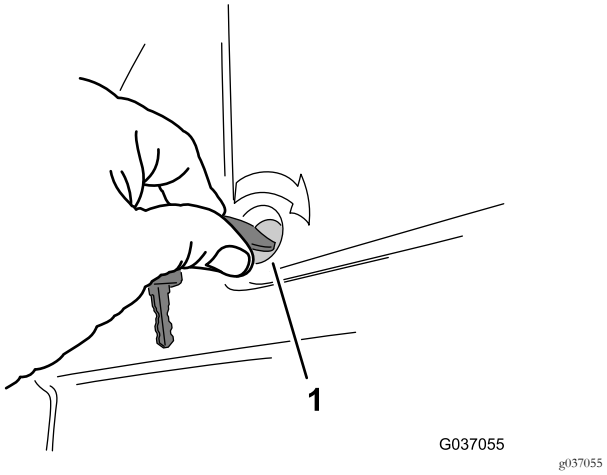

Bild 42
3. Drehen Sie die zwei Viertelumdrehungsbefestigungen nach rechts, um die Abdeckung an der Plattform zu befestigen (Bild 42).